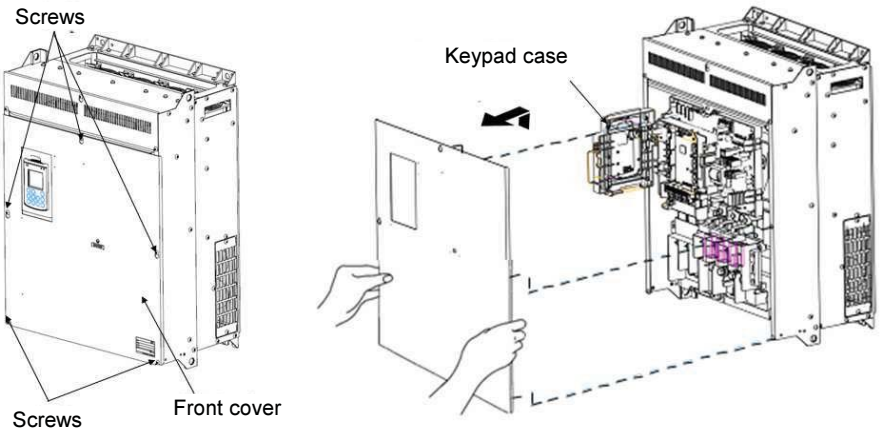

Figure 2.3 Removing the Front Cover and the Wiring Plate (VXH210S-4E)
(2) 110 to 710 kW
① Loosen the screws on the front cover, hold the right and left ends of the front cover, and slide it up to remove it.
② After making the necessary wiring connections, align the top of the front cover with the holes on the unit and reattach the cover by reversing the process illustrated in Figure 2.3.